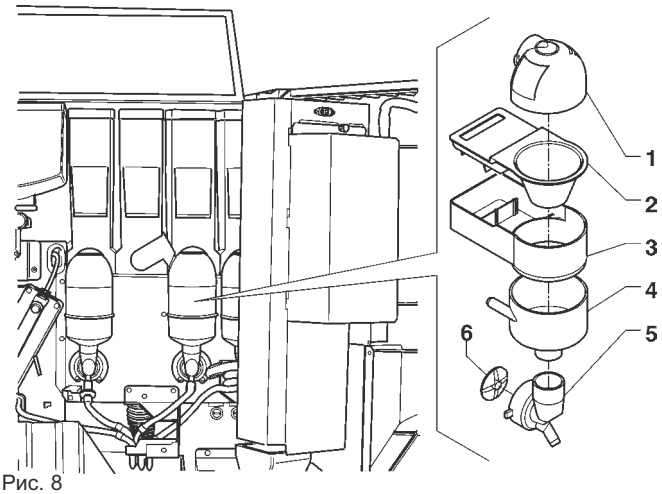

Рис. 8
- Снять из миксера раструбы для порошка, воронки для подачи воды, устройства подачи, воронки для порошка и вентиляторы миксеров (смотри Рис. 8);